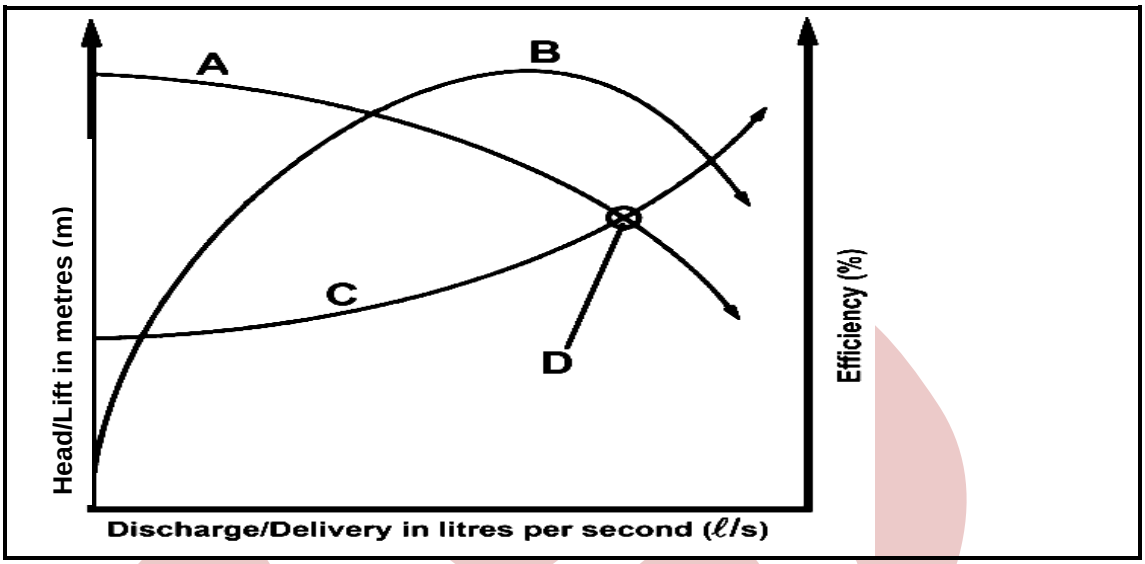

FIGURE 3
5.2 The diagram in FIGURE 3 is applicable to the selection and operation of centrifugal pumps.